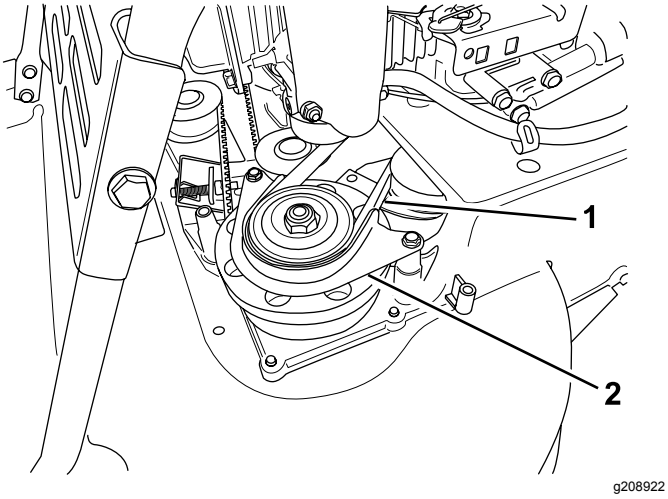

Figuur 44
7. Verwijder de riemkap van de mesremkoppeling (Figuur 44).